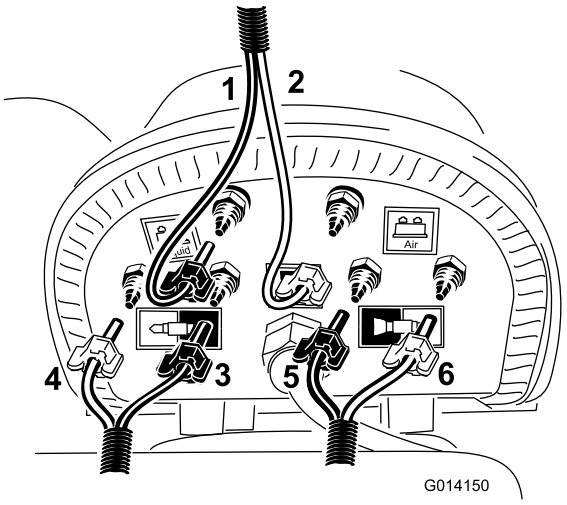

Figur 16
C. Monter de blå og klare rør på de tilsvarende øverste modhager på kompressoren (Figur 16).
F. Find den skumslange, der fører til den venstre bom, og monter det blå og det hvide rør på stederne, som vises i Figur 16.
G. Find den skumslange, der fører til den højre bom, og monter det blå og det hvide rør på stederne, som vises i Figur 16.